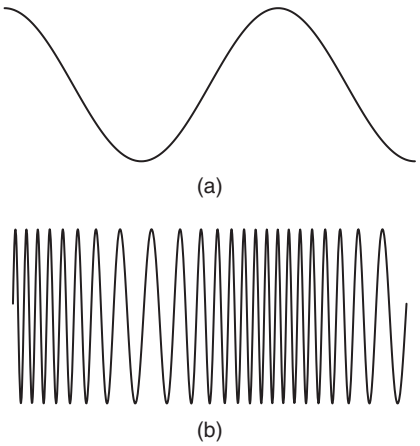

Figure 17.1 The principle of frequency modulation: (a) signal, and (b) modulated carrier
In a frequency modulation (FM) system, the amplitude of the carrier remains constant, and the effect of modulation is to change the frequency. The principle is shown in Figure 17.1. The alteration of frequency caused by a modulating signal is called the **frequency deviation**. In wideband FM systems deviations of 75 kHz or more are produced. Frequency modulation is also used for short-range speech communications, such as walkie-talkie handsets used by security guards and citizens' band (CB) radio. These narrowband frequency modulation (NBFM) systems use deviations that are limited to a few kilohertz only, with channel spacing typically around 12.5 kHz.